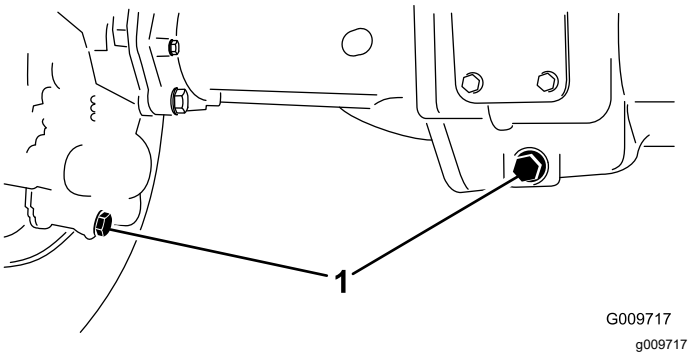

Figur 107
2. Rengjør områdene rundt de tre tappepluggene, én på hver ende og én i midten (Figur 107).